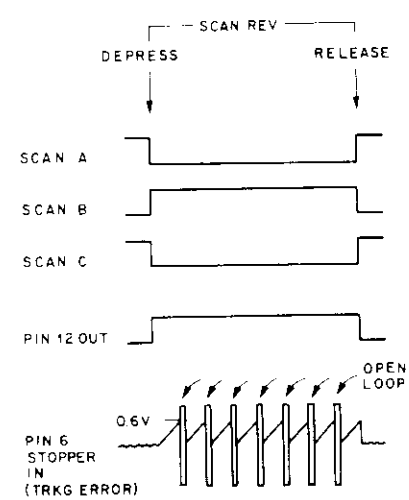

Fig. 14 Scanning operation timing chart
The time chart for the scanning operation is outlined in Fig. 14. When the SCAN REV key is pressed, SCAN A (L), SCAN B (H) and SCAN C (L) commands from the CONT board are applied to the UM4004, resulting in switch 2 being turned on by the internal scan logic, and the slider servo thus being made "open loop". At the same time, a −3.3V output voltage appears at pin 12. This voltage is inverted and amplified by AMP4, resulting in the slider being shifted in the reverse direction.